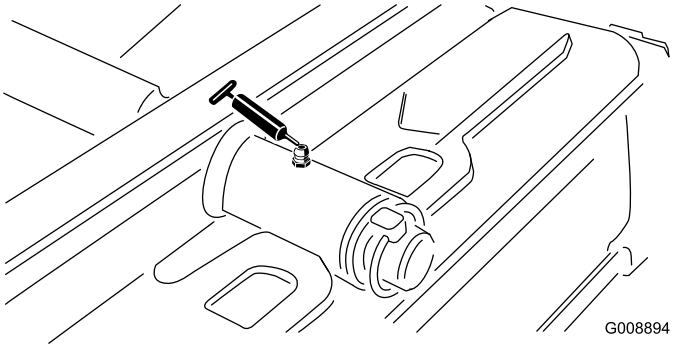

Figur 47
- Bakre klippeenhetsaksel (Figur 47)